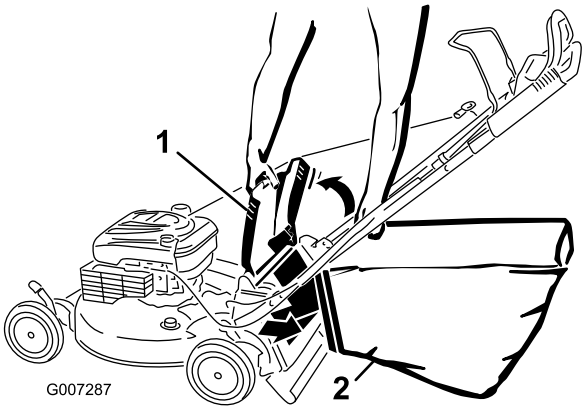

Figur 22
4. Sæt posens øverste forkant fast i rillerne (Figur 22).